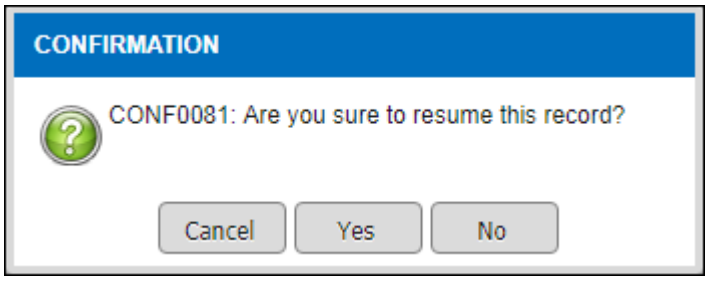

Figure 3.2-5 Alert Message Confirmation
- Alert message will be displayed as shown in Figure 3.2-5.